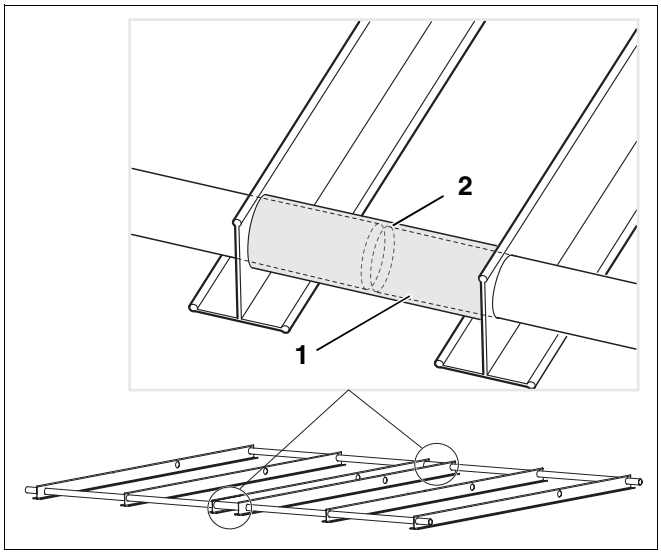

Afb. 26 Afstandsleidingen tussen twee basisframes
- Schuif de twee bijgeleverde afstandsleidingen (afb. 26, **pos. 1**) over de ronde leidingen van het eerste basisframe.
Let erop, dat u de ronde leidingen telkens tot in het midden van de afstandsleidingen (afb. 26, **pos. 2**) schuift.